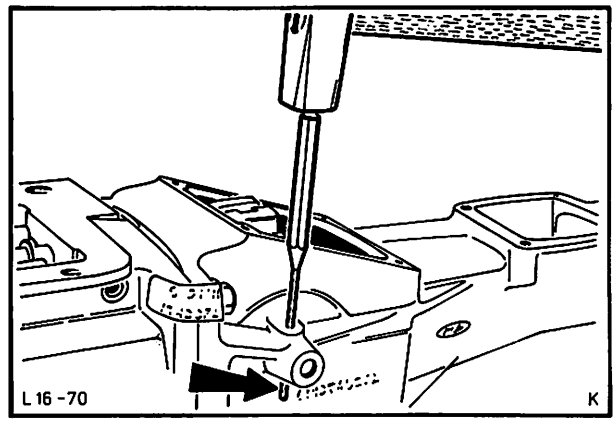

Abb. 86 Spannstift heraustreiben
7. Seitlichen Spannstift an der Getriebeverlängerung mit einem Dorn herausschlagen und Zwischenhebel – Schaltwelle (Rw.-Gang) herausnehmen, Abb. 86.